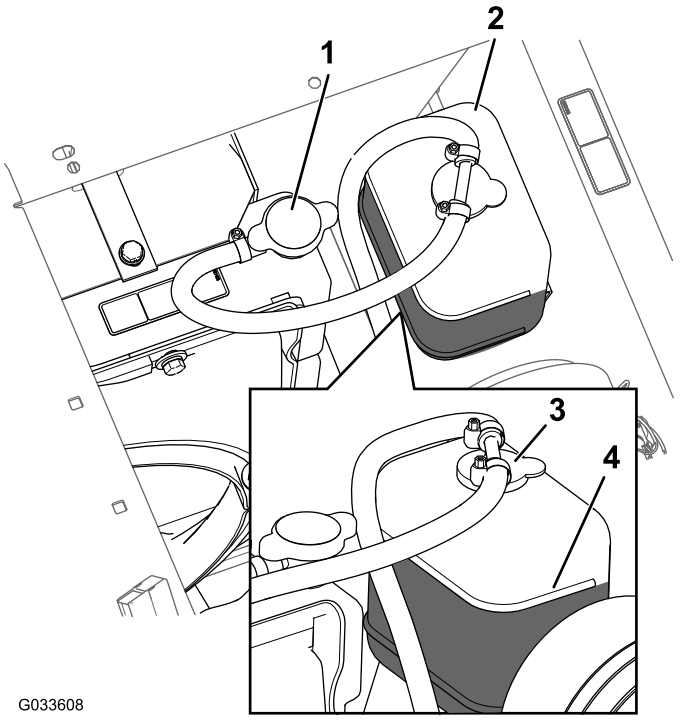

Figur 85
3. Ta försiktigt bort kylarlocket och locket på expansionstanken (Figur 85).
Obs: Kylaren ska fyllas upp till påfyllningsrörets översta del och expansionstanken ska fyllas upp till FULL-markeringen (Figur 85).
5. Om kylvätskenivån är låg tar du av expansionstankens lock och kylarlocket, och fyller på expansionstanken till FULL-markeringen och kylaren till påfyllningsrörets översta del (Figur 85).
6. Sätt tillbaka kylarlocket och locket till expansionstanken (Figur 85).
2. Ta av kylarlocket när motorn är kall (Figur 85).